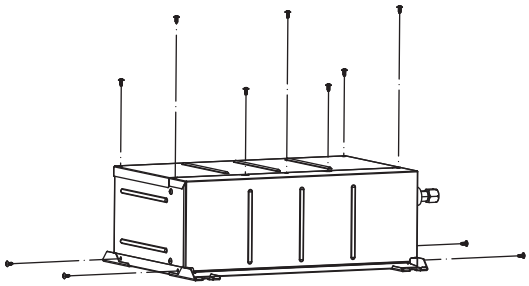

Fig. 4-5
4.2. Procedimientos de trabajo para el cambio de dirección de los tubos (Fig. 4-5 ①~⑧)